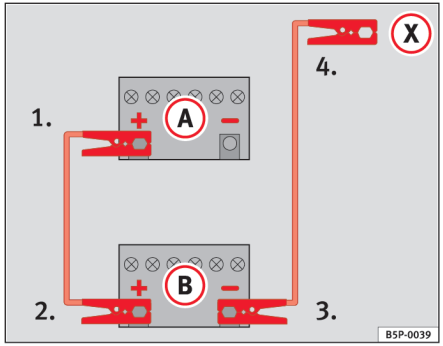

Fig. 176 Sådan skal startkablerne sættes på.
På ⇒ fig. 176 er (A) det afladede batteri, og (B) det strømgivende batteri.
1. Sæt den ene ende af det røde startkabel på pluspolen ⇒ side 249, fig. 176 (+) i bilen med det afladede batteri ⇒ ⚠.
4. Sæt den anden ende af det sorte startkabel (X) på en massiv metaldel, der er skruet fast på motorblokken, eller på selve motorblokken i bilen med det afladede batteri – dog ikke i nærheden af batteriet ⇒ ⚠.